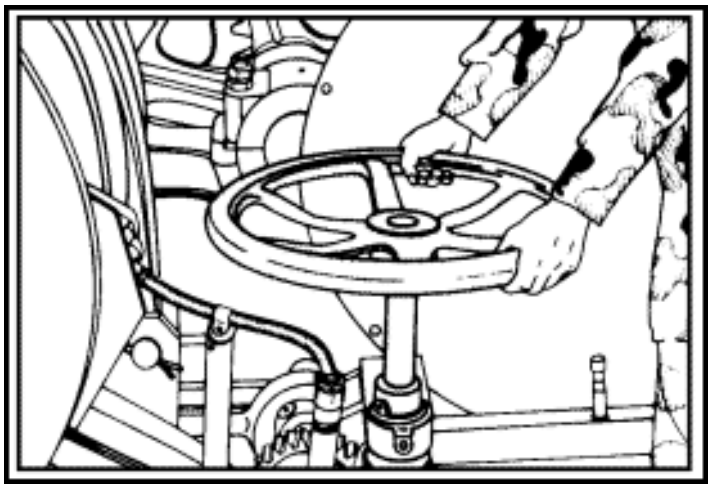

Figure 21-12. Wildcat Engaged
- Disengage the wildcat (Figure 21-12).